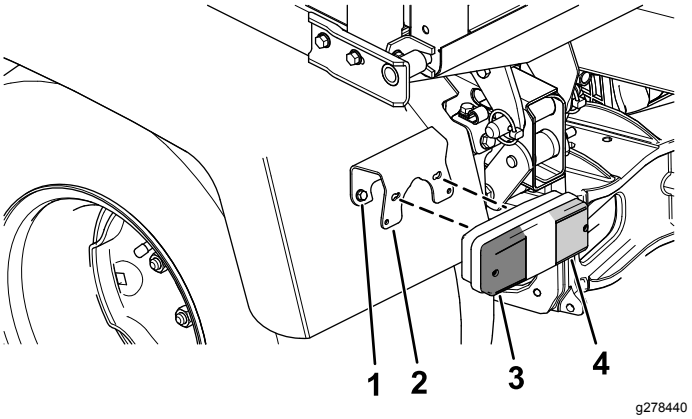

Figur 2
2. Monter det bageste bremse-/signallys på skærmen med beslaget og 2 skruer (Figur 2).
Bemærk: Sørg for, at det røde lygteglas (bremselys) placeres på indersiden, og det gule lygteglas (signallys) placeres på ydersiden (Figur 2).